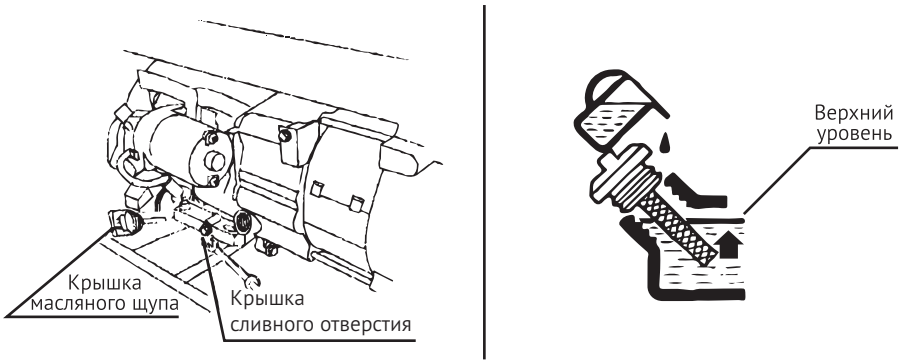

Рис. 10
- Отвинтить защитную крышку воздушного фильтра, Рис.10.